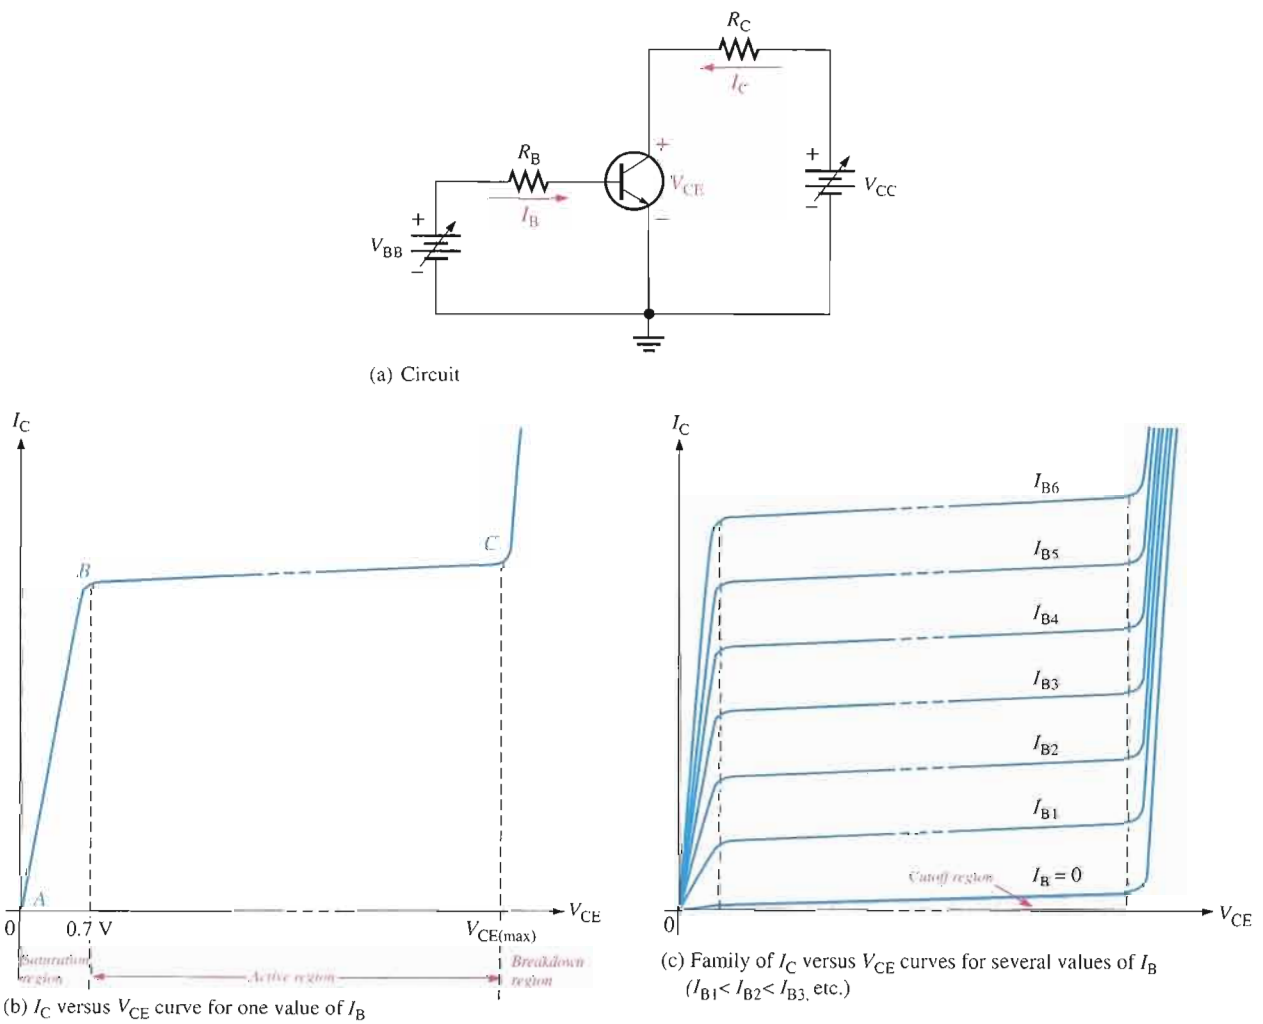

FIGURE 4–9
Related Problem Determine I_B, I_C, I_E, V_{CE}, and V_{CB} in Figure 4–8 for the following values: $R_B = 22\ k\Omega$, $R_C = 220\ \Omega$, $V_{BB} = 6\ V$, $V_{CC} = 9\ V$, and $\beta_{DC} = 90$.
Using a circuit like that shown in Figure 4–9(a), you can generate a set of *collector characteristic curves* that show how the collector current, I_C, varies with the collector-to-emitter voltage, V_{CE}, for specified values of base current, I_B. Notice in the circuit diagram that both V_{BB} and V_{CC} are variable sources of voltage.
As V_{CC} is increased, V_{CE} increases gradually as the collector current increases. This is indicated by the portion of the characteristic curve between points *A* and *B* in Figure 4–9(b). I_C increases as V_{CC} is increased because V_{CE} remains less than 0.7 V due to the forward-biased base-collector junction.
Ideally, when V_{CE} exceeds 0.7 V, the base-collector junction becomes reverse-biased and the transistor goes into the *active* or **linear** region of its operation. Once the base-collector junction is reverse-biased, I_C levels off and remains essentially constant for a given value of I_B as V_{CE} continues to increase. Actually, I_C increases very slightly as V_{CE} increases due to widening of the base-collector depletion region. This results in fewer holes for recombination in the base region which effectively causes a slight increase in β_{DC}. This is shown by the portion of the characteristic curve between points *B* and *C* in Figure 4–9(b). For this portion of the characteristic curve, the value of I_C is determined only by the relationship expressed as $I_C = \beta_{DC} I_B$.
When V_{CE} reaches a sufficiently high voltage, the reverse-biased base-collector junction goes into breakdown; and the collector current increases rapidly as indicated by the part of the curve to the right of point *C* in Figure 4–9(b). A transistor should never be operated in this breakdown region.
A family of collector characteristic curves is produced when I_C versus V_{CE} is plotted for several values of I_B, as illustrated in Figure 4–9(c). When $I_B = 0$, the transistor is in the **cutoff** region although there is a very small collector leakage current as indicated. The amount of collector leakage current for $I_B = 0$ is exaggerated on the graph for illustration.
Sketch an ideal family of collector curves for the circuit in Figure 4–10 for $I_B = 5\ \mu A$ to $25\ \mu A$ in $5\ \mu A$ increments. Assume $\beta_{DC} = 100$ and that V_{CE} does not exceed breakdown.
▶ FIGURE 4–10
Solution Using the relationship $I_C = \beta_{DC} I_B$, values of I_C are calculated and tabulated in Table 4–1. The resulting curves are plotted in Figure 4–11. These are ideal curves because the slight increase in I_C for a given value of I_B as V_{CE} increases in the active region is neglected.